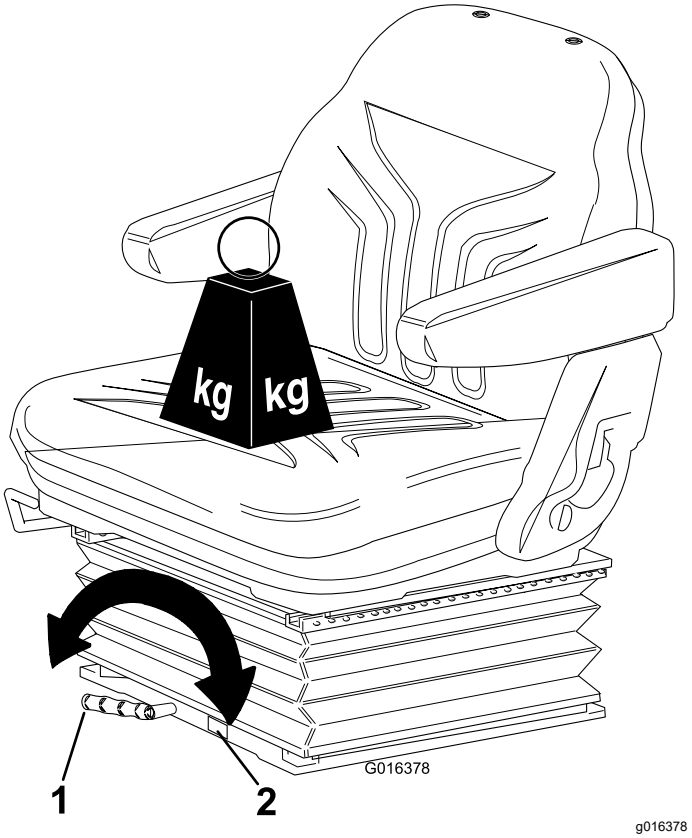

**Figur 23**
- Drej håndtaget med uret for at øge affjedringsstivheden og mod uret for at mindske stivheden (Figur 23).